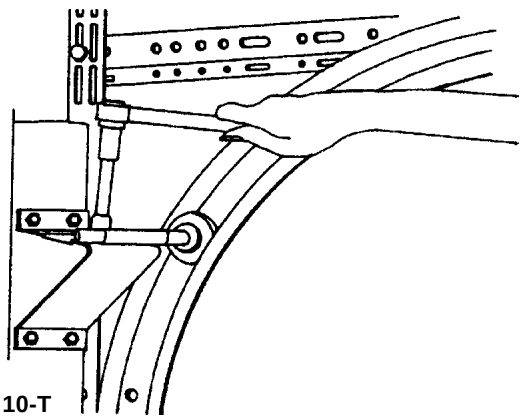

Fig. 10-T
**Step 9:** With the track installed, the top door section can now be properly adjusted. With the slide on the top bracket loose, force the top of the door against the stop molding or door jamb. Pull the roller towards you so it is tight against the groove in the track and tighten the slide bolts. (FIG. 10-T & 11-T)